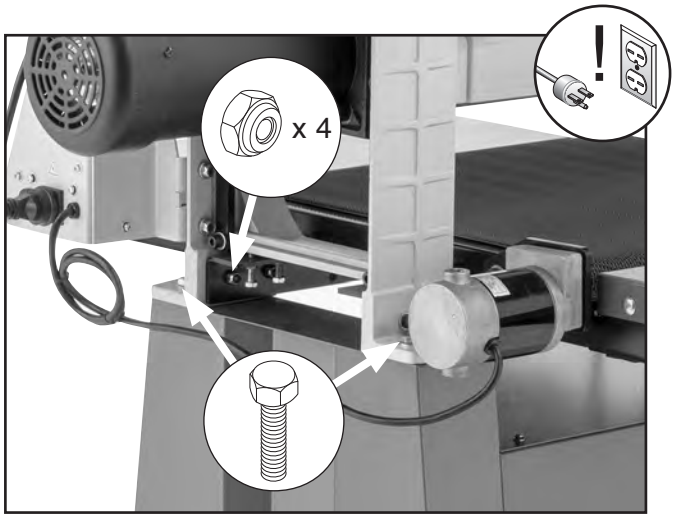

Figure 67. Mounting hardware to loosen for drum adjustment.
8. Loosen (4) lock nuts and (2) hex bolts shown in **Figure 67**.
5. Refer to **Aligning Drum** on **Page 41** to check/adjust drum alignment before tightening hex bolts in **Figure 67** on **Page 42** to secure adjustments.